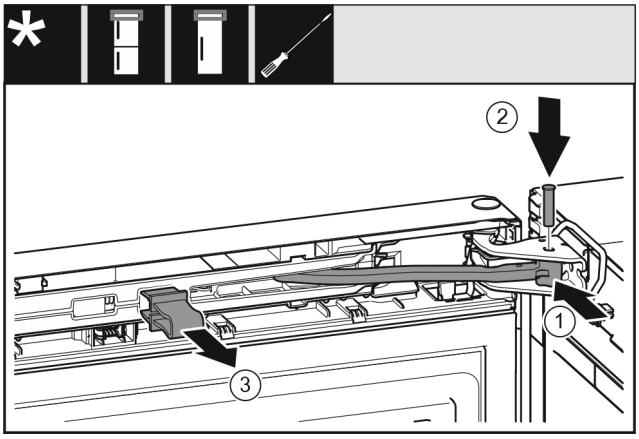

Fig. 25
▶ Turn the joint *Fig. 25 (1)* in the bearing block.
▶ Insert thebolt *Fig. 25 (2)* into the bearing bracket and joint. Ensure that the latching cam is in the groove properly.
▶ Remove the safeguard *Fig. 25 (3)*.